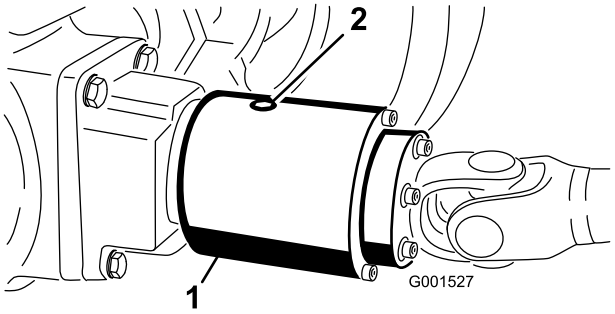

Figur 29
2. Roter clutchen (Figur 29) slik at kontrollpluggen peker mot urviserretning klokken fire.